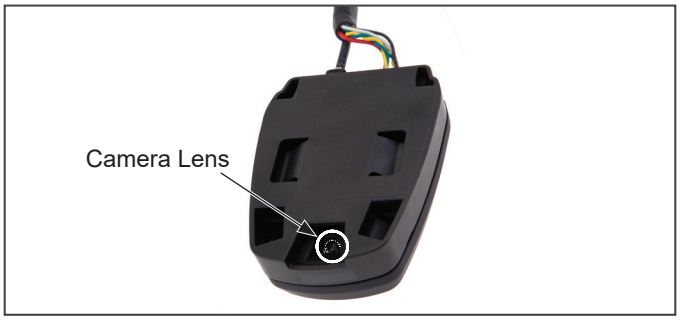

Figure K2 – Component: Camera
2. A Bendix™ AutoVue® FLC-20™ Camera is a visible-light spectrum camera mounted near the top and center of the windshield of the vehicle. *See Figure K2*.